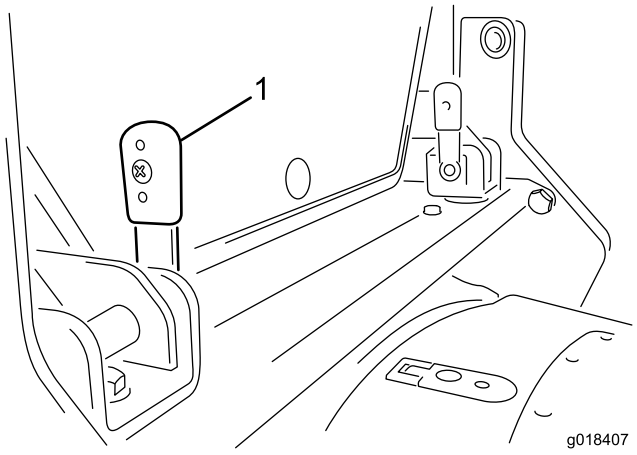

Figure 16
1. Rotate the two locking levers, located on the cross beam at the rear of the cab, so that they point upward (Figure 16).
3. With the levers in the vertical position (Figure 16), push them through the sets of brackets. It might be necessary to wriggle the levers into the brackets to align the locking pegs in the slots.